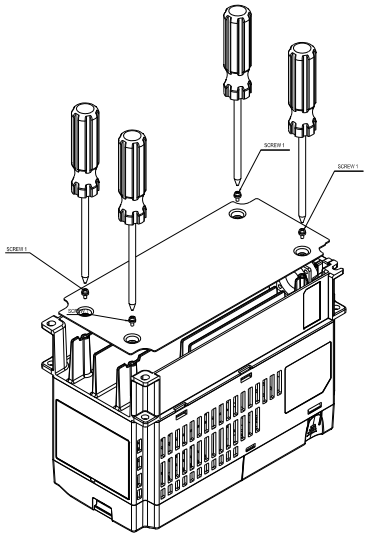

Figure 1
1. Install accessory 1 by fastening 4 of the screw 1(M3) (figure 1).